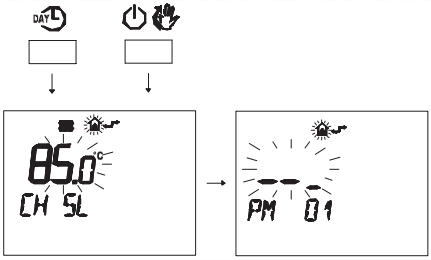

Fig. 7.32
- Press buttons and at the same time to enter transparent programming (Fig. 7.32).